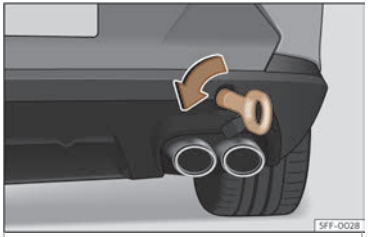

Fig. 46 No lado dereito do parachoques traseiro:argola de remolque roscada.
- Enrosque a argola de remolque na cavidade, xirándoa ao máximo **no sentido contrario ao das agullas do reloxo**››› fig. 46 ››› ❗. Use un obxecto adecuado co que poida enroscar totalmente e con firmeza a argola de remolque na súa cavidade.